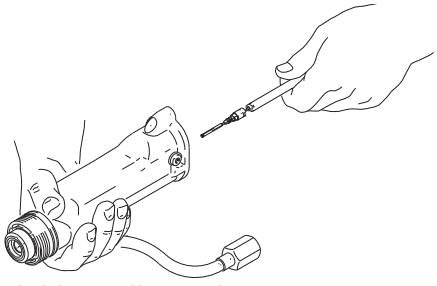

FIG. 28 Fluid Needle Replacement
7. Install the fluid needle assembly in the gun barrel. Lubricate the front of the needle with dielectric grease, if not already lubricated. Push in on the needle with the 2 mm ball end wrench (45) and tighten. See FIGURE 28.
8. Install the spring (5).
9. Install the spring cap (31), making sure the grounding spring (6) is in place. Tighten until snug. **Do not over tighten.**
10. Install the barrel (1), page 33.